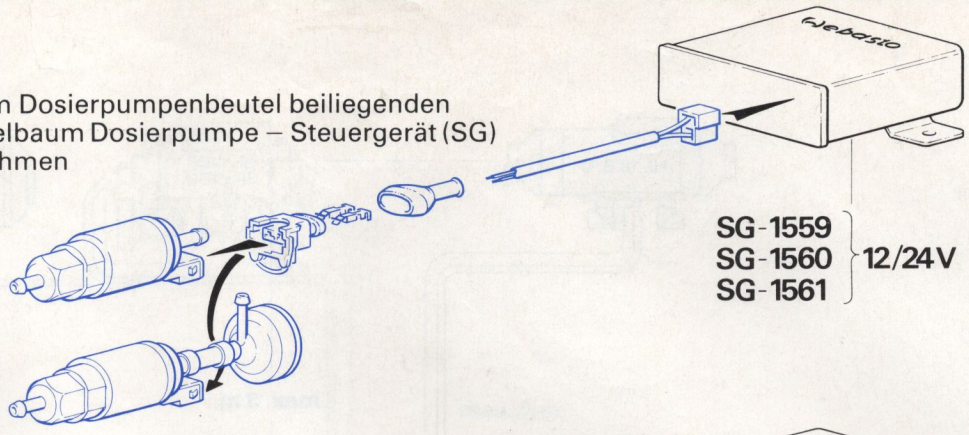

Abb.4
Anschluß, mit den im Dosierpumpenbeutel beiliegenden Teilen, an Serienkabelbaum Dosierpumpe – Steuergerät (SG) gemäß Abb. 4 vornehmen